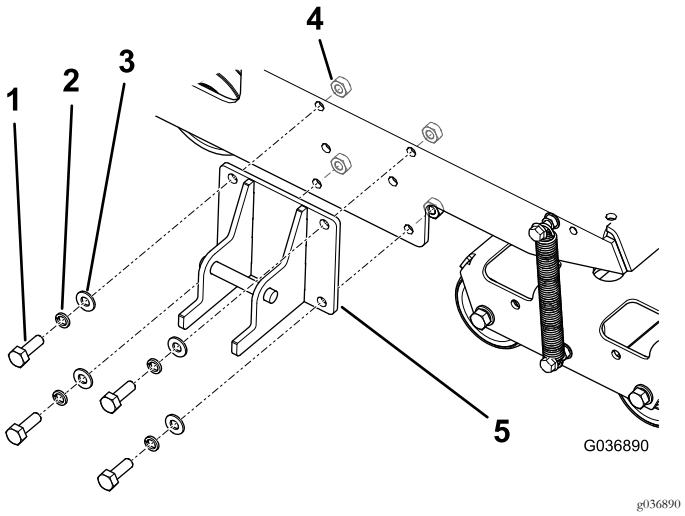

**Figur 4**
1. Monter låsebraketten til maskinrammen som vist i Figur 4.